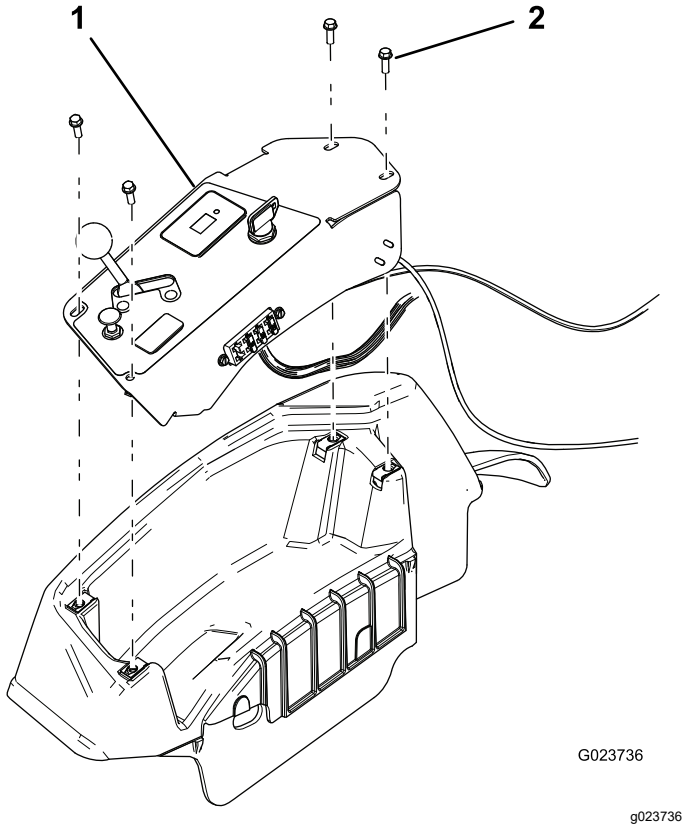

**Figuur 27**
2. Verwijder het bedieningspaneel (Figuur 27).